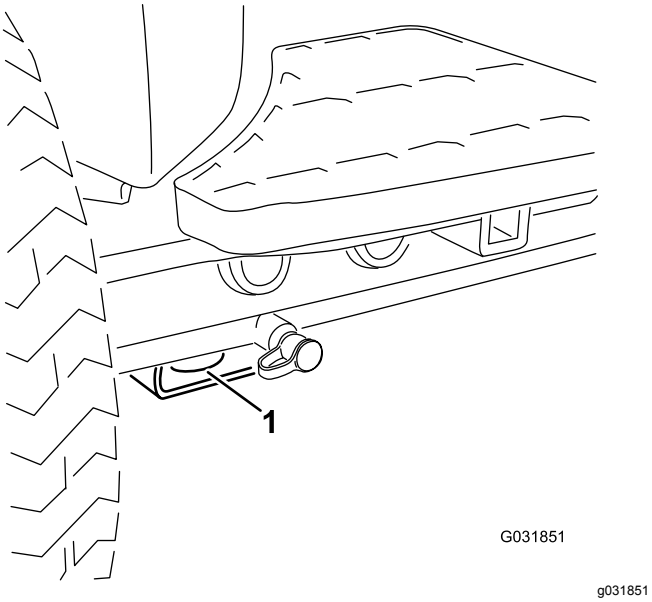

Figur 68
- Fram – hål i det fyrkantiga belägget under axelröret inuti båda framdäcken (Figur 68)